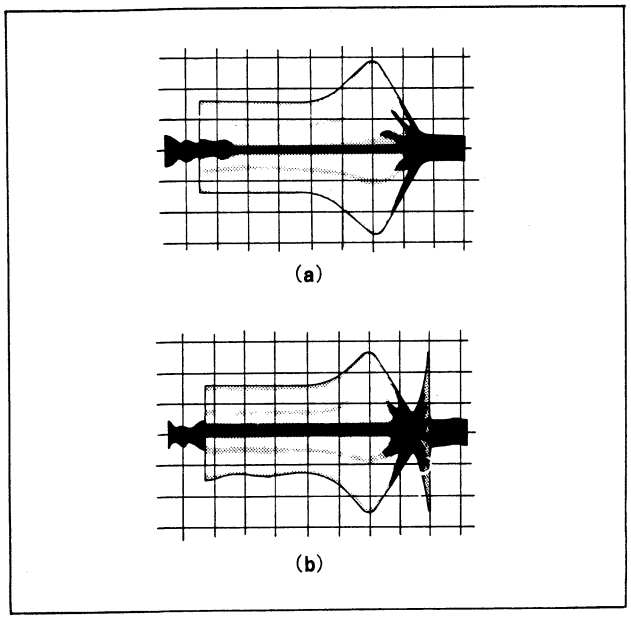
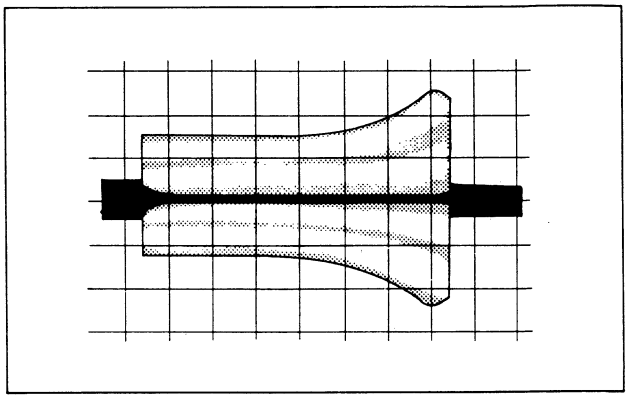
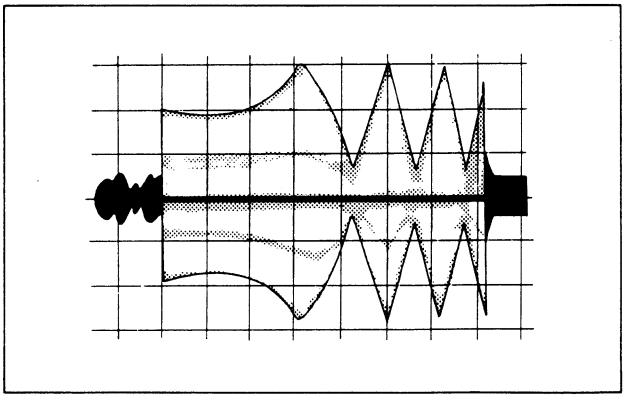

図 4-20.
図4-21.
図4-22.
(i) 出口側自由波形が図 4-20 (a)，(b)に示す範囲のときはそのまま 5) 以降を行なう。
(ii) 出口側自由波形の山が図 4-20 (a)に示すより少ないとき(例：図 4-21)はキャプスタンロックねじをゆるめてから調整ねじを左に回し図 4-20 (a)，(b)に示す範囲内にする。
iii) 出口側自由波形の山が図 4-20(b)に示すより多いとき(例：図 4-22)は，ロックねじをゆるめてからキャプスタン調整ねじを右に回し図 4-20 (a)，(b)に示す範囲内にする。
5) キャプスタンロックねじをロックする。(右に回して突きあたったところからさらに 30° 程度締める)この時，出口フリー波形は若干変化するが図 4-20 (a)，(b)の範囲からはずれた場合は，4) にもどる。